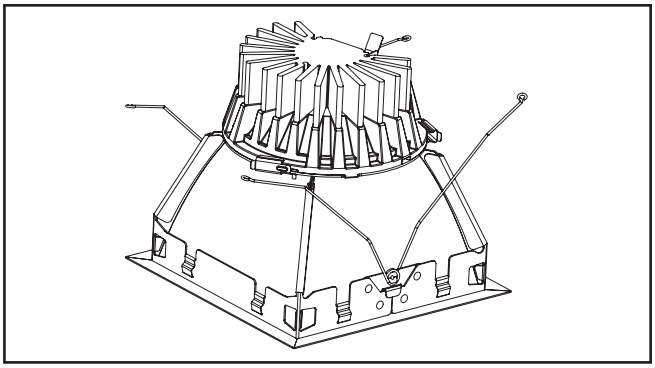

Figure 8.
8. Assurez-vous que le connecteur est correctement enclenché. (Figure 8).